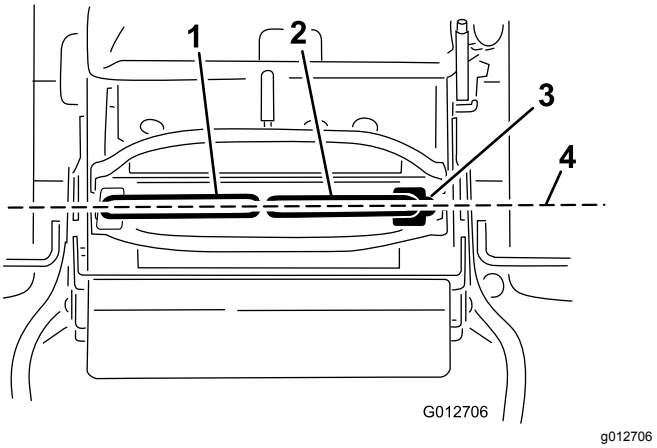

Figur 70
Vigtigt: **Kontroller, at plæneklipperens sporing er korrekt efter justering af bevægelseshåndtagene. Justering af sporing og indstilling af bevægelseshåndtagene for til bag er samme procedure (Figur 70).**
1. Når den vandrette justering er gennemført, skal justeringen for til bag kontrolleres ved at skubbe bevægelseshåndtagene en smule fremad for at opfange evt. slæk i bevægelseshåndtagenes ledforbindelser (Figur 70).